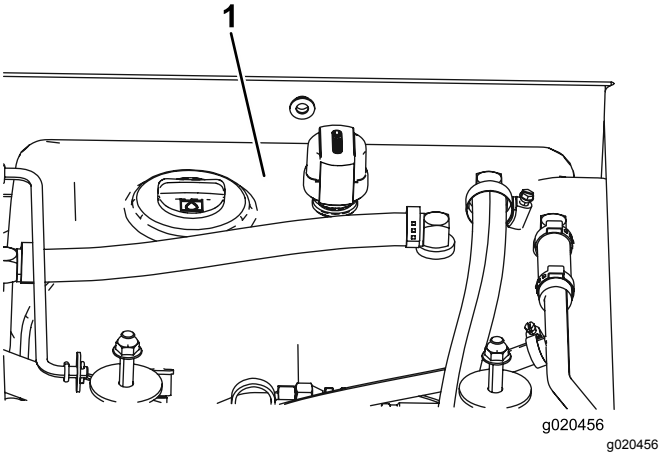

Figur 98
3. Fyll beholderen (Figur 98) med hydraulikkvæske, se Kontrollere hydraulikkoljen (side 28).